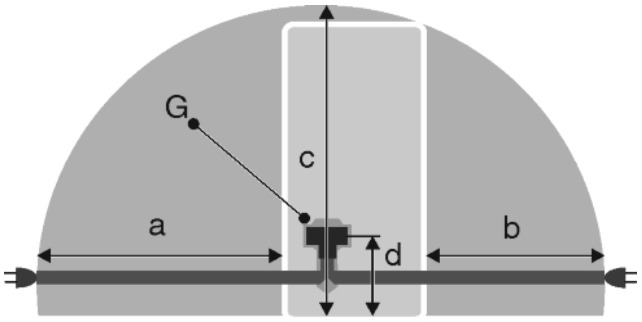

Fig. 31
- Розетка находится вне зоны задней стенки в данной зоне. *Fig. 31 (a, b, c)*
▶ Штекер устройства *Fig. 31 (G)* подсоединить с задней стороны устройства. Следить за правильной фиксацией.